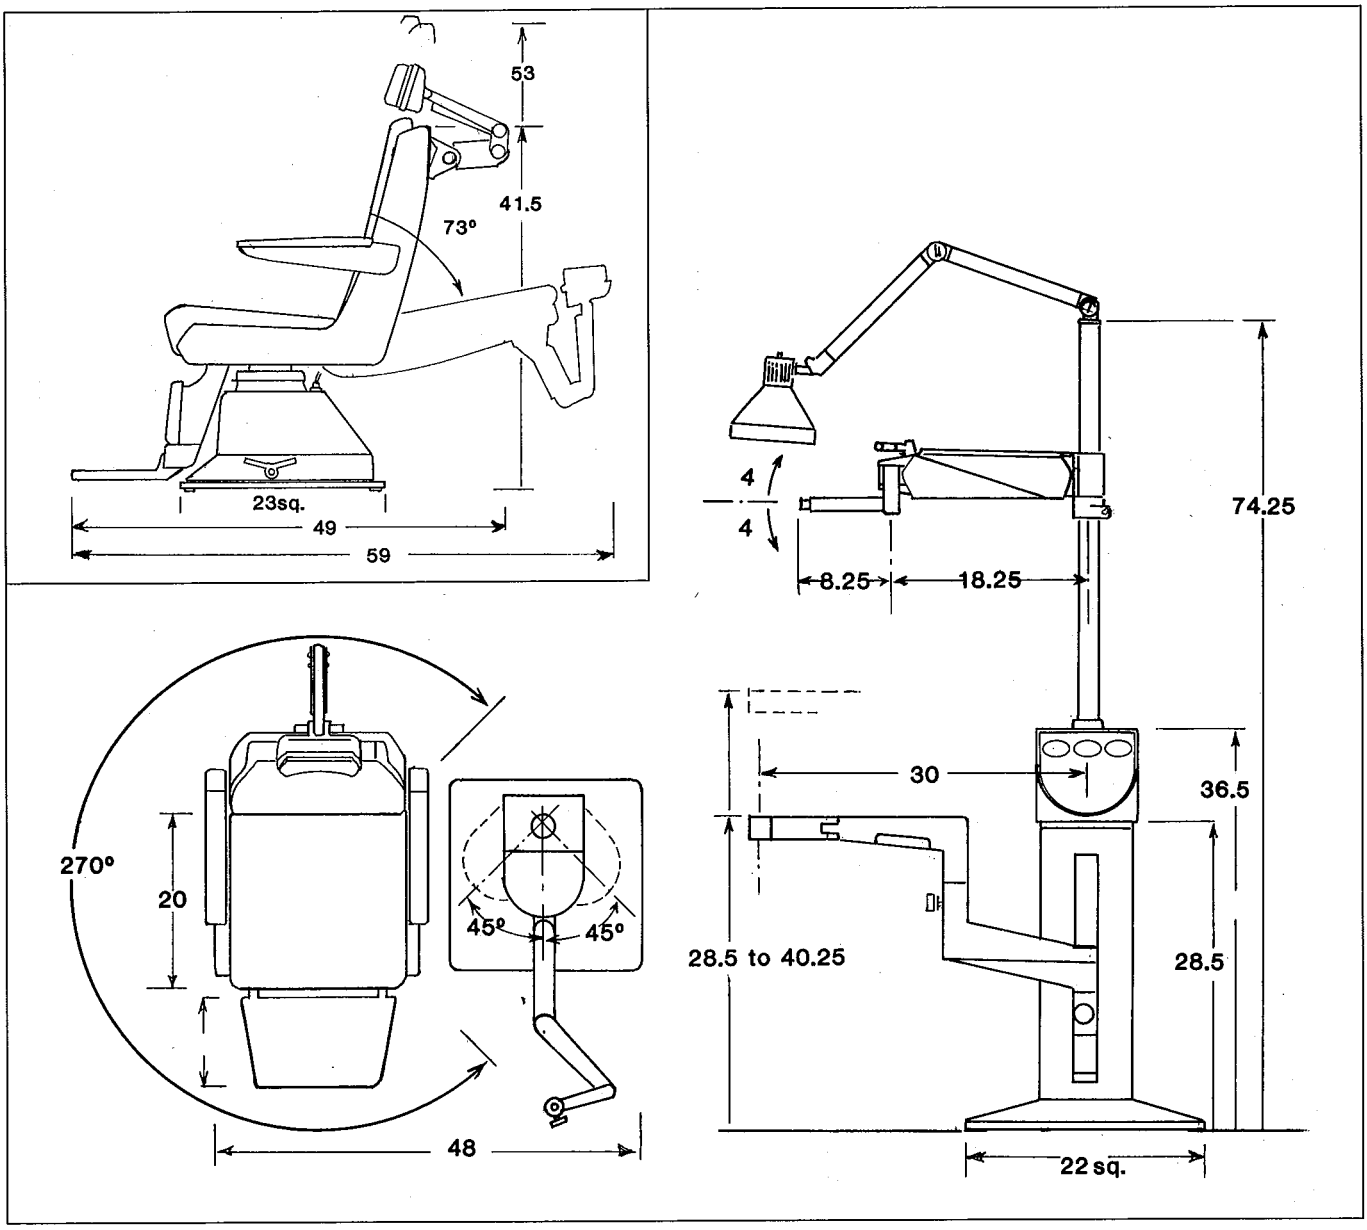

Figure 1
a. Space needed for lift, rotation and tilt (refer to Figure 1)